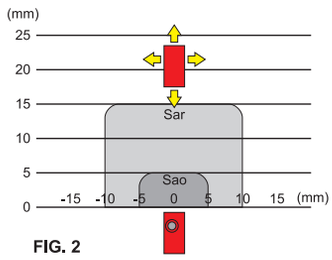

FIG. 2
N.B.: Le aree di attivazione mostrate in fig. 1 e fig. 2 sono indicative.